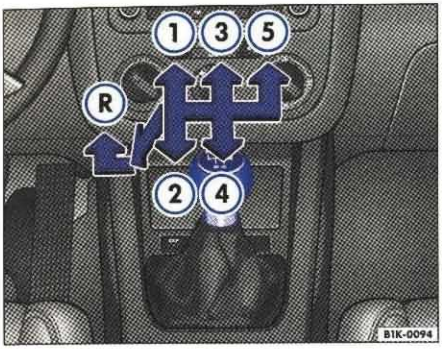
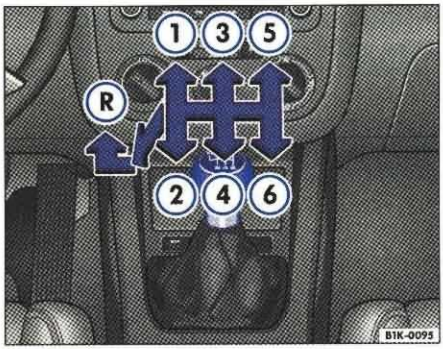

Rys. 106 Fragment tablicy konsoli środkowej: schemat przełączania przekładni 5-biegowej
Rys. 107 Fragment tablicy konsoli środkowej: schemat przełączania przekładni 6-biegowej
– Nacisnąć dźwignię przełączania, przesunąć całkowicie w lewo i następnie do przodu, w położenie wstecznego biegu ⇒ rys. 106 Ⓡ lub ⇒ rys. 107 Ⓡ, w sposób pokazany na schemacie przełączania.